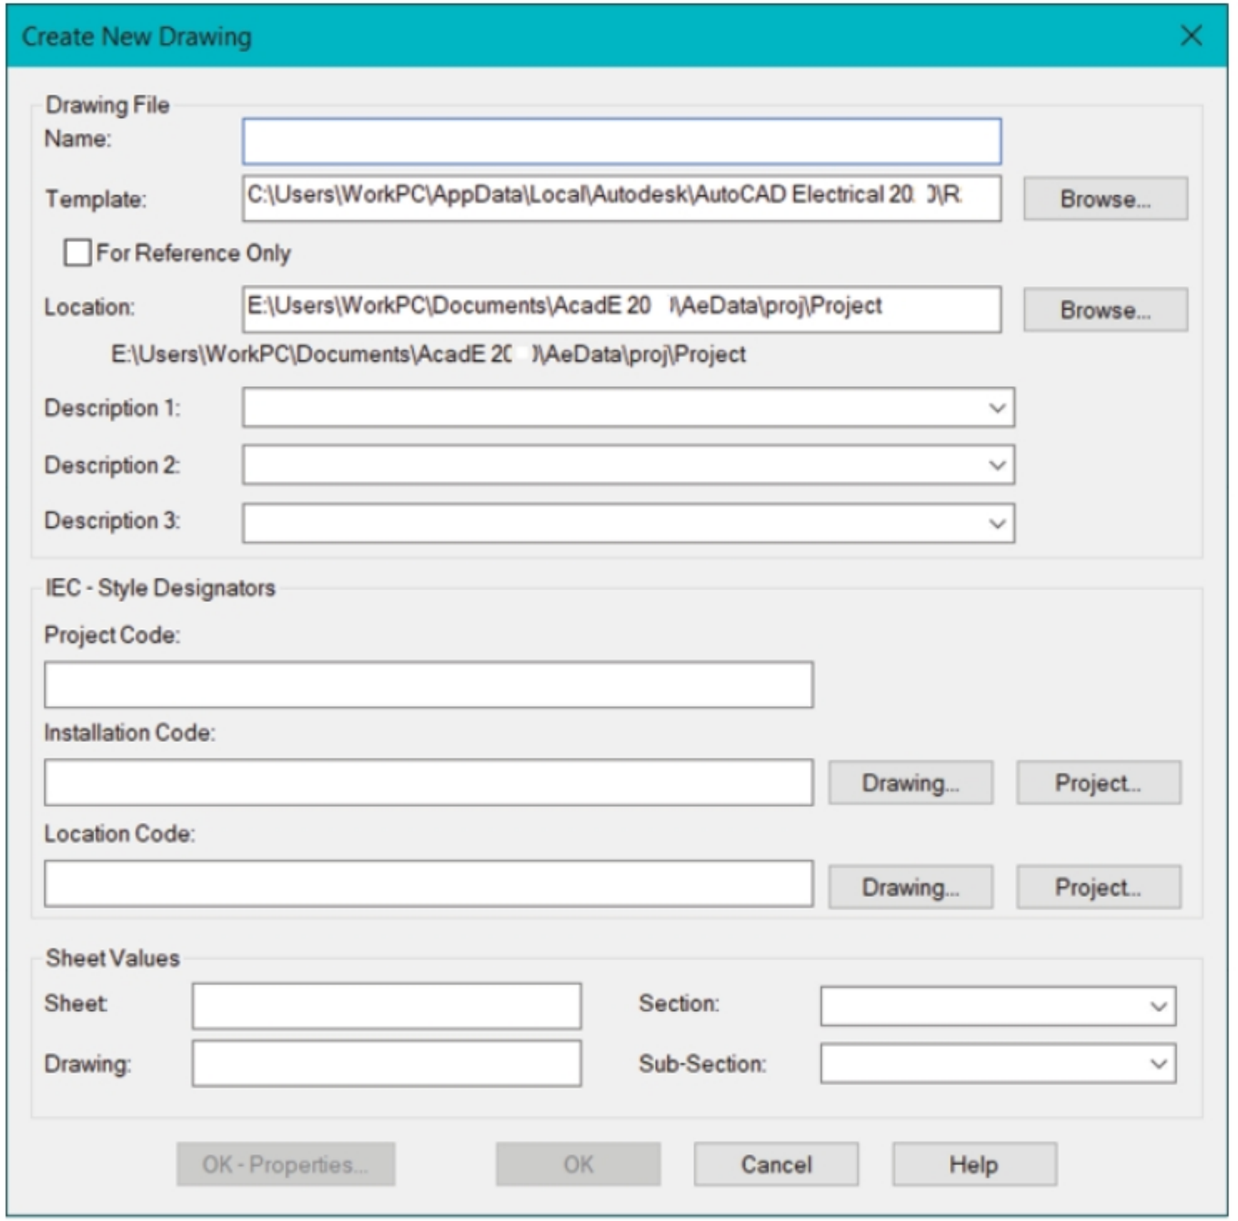

Figure-5. Create New Drawing dialog box
- Click on the **New Drawing** button from the **Project Manager**. The **Create New Drawing** dialog box will be displayed; refer to Figure-5.